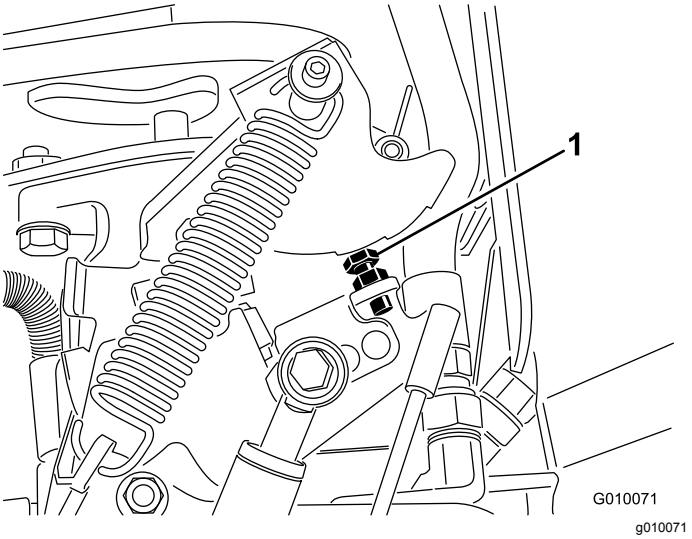

**Figur 67**
6. Om justering krävs, kan du vända pumpens stoppbult (Figur 67) närmare stopplattan för att minska hålavståndet, eller vända stoppbulten bort från stopplattan för att öka hålavståndet.